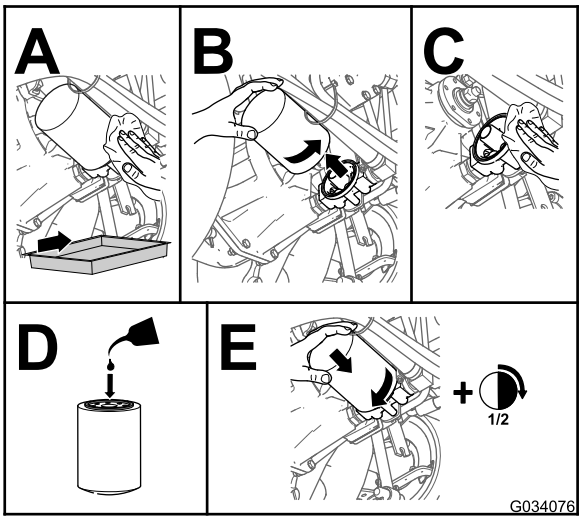

Figur 86
4. Skift ut det hydrauliske filteret (Figur 86).